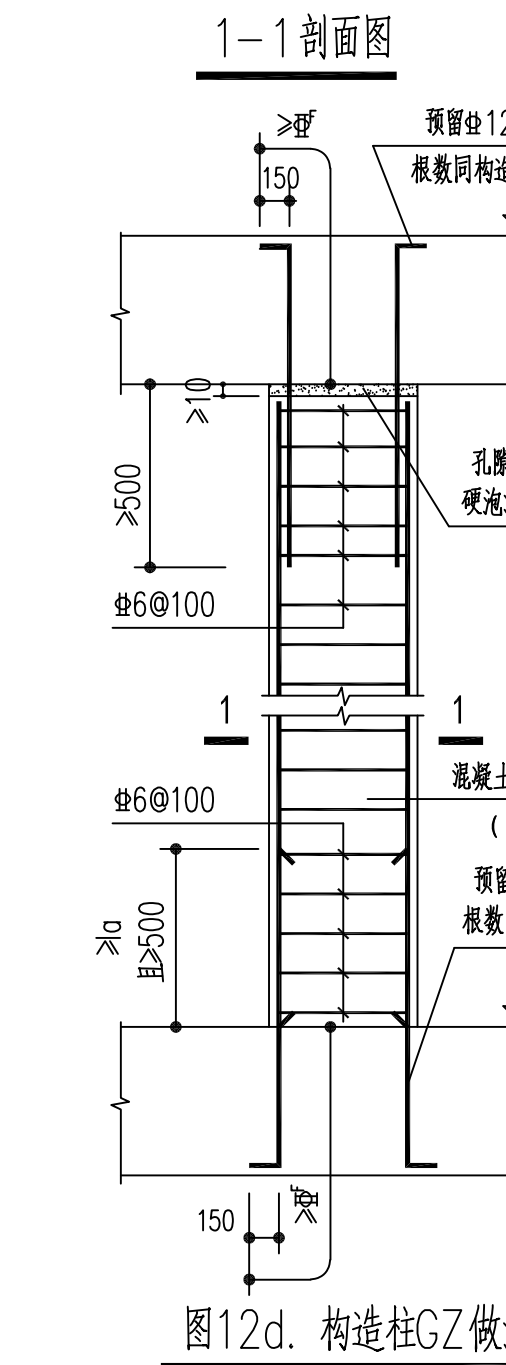

图12d. 构造柱GZ做法
5.4.5 填充墙的构造柱位置详平面图,除特别注明外,构造柱截面均为:墙厚x200,纵筋4Φ12,箍筋Φ6@200(见图12d)。